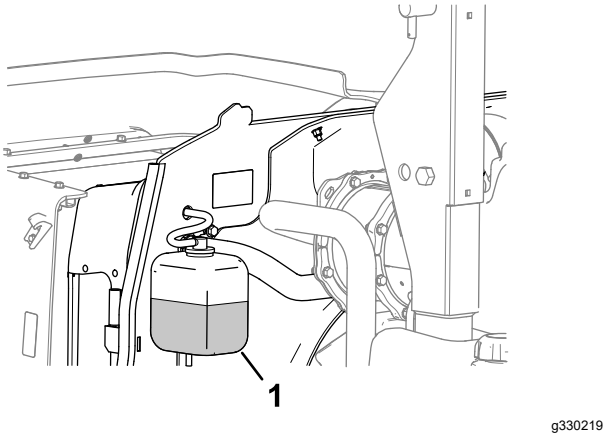

Figur 68
1. Kontroller kjølemiddelnivået i ekspansjonstanken (Figur 68).